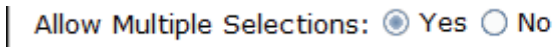

Figure 10: Allow Multiple Selections Box.
5. If the plate is disturbed during this process, refer to Appendix F or logout of the program. Refer to Figures 10 and 11 on the previous page for logout instructions.
To create a new list: the operator should first select Add New List. This will add ←New Entry→ to the list of Saved Lists. The operator can change the list's name from ←New Entry→ to a desired name from the Name Text line. Additionally, the operator can select whether multiple items in the list can be selected through checking the Allow Multiple Selections box, shown in Figure 10. If selected, the operator can begin typing in the contents of the list in the text box, as every new line would then coincide with a new possible selection (by default the information is only for one field). When finished, select Ok to save the new field/update.